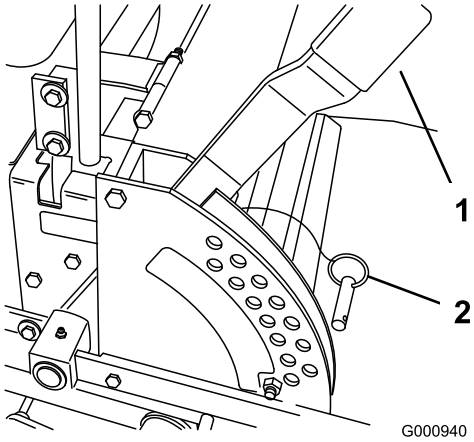

Figur 16
1. Hæv klippehøjdehåndtaget til transportposition (også 127 mm klippehøjdeposition) (Figur 16).
2. Juster klippehøjden ved at fjerne gaffelbolten fra klippehøjdebeslaget (Figur 16).
3. Vælg det hul i klippehøjdebeslaget, som svarer til den ønskede klippehøjde, og sæt gaffelbolten i (Figur 16).